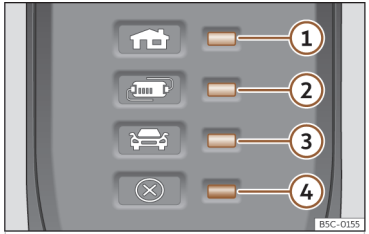

Abb. 62 Am Ladekabel für Netzsteckdosen: Kontrollleuchte in der Schutzeinrichtung.
››› **(Abb. 62)**:
Durch die elektronische Schutzeinrichtung ››› **(Abb. 62)** ist der Ladestecker so lange stromlos, bis er in die Ladedose des Fahrzeugs eingesteckt wird.
Eine oder mehrere Kontrollleuchten ››› **(Abb. 62)** ①, ② oder ③ leuchten grün.
Hinweis ››› (Abb. 62)	Bedeutung
①, ④ blinken	Der Hausstecker hat sich stark erhitzt.
②, ④ blinken	Die Schutzeinrichtung hat sich stark erhitzt.
Wenn der Ladevorgang mit einem geringeren Ladestrom fortgesetzt wird, blinkt abgesehen von der Betriebsanzeige die Warnleuchte ››› **(Abb. 62)** ④ rot.
- Sollte es wieder zu einer Abschaltung oder Verringerung des Ladestroms kommen und die Ursache hierfür nicht mit einer externen Wärmequelle in Verbindung stehen, ist darauf zu achten, welche grüne Kontrollleuchte blinkt ››› **(Abb. 62)**. Zur Überprüfung des Ladekabels ist ein CUPRA-Fachbetrieb oder ein SEAT-Vertragshändler aufzusuchen. Zur Überprüfung der Anschlüsse der Ladeinfrastruktur ist ein Fachunternehmen für Elektroinstallationen aufzusuchen.
Wenn die rote Warnleuchte ④ blinkt oder leuchtet, ohne dass gleichzeitig eine der Kontrollleuchten ››› **(Abb. 62)** ①, ② oder ③ die Betriebsanzeige dauerhaft leuchtet, liegt eine Störung vor.